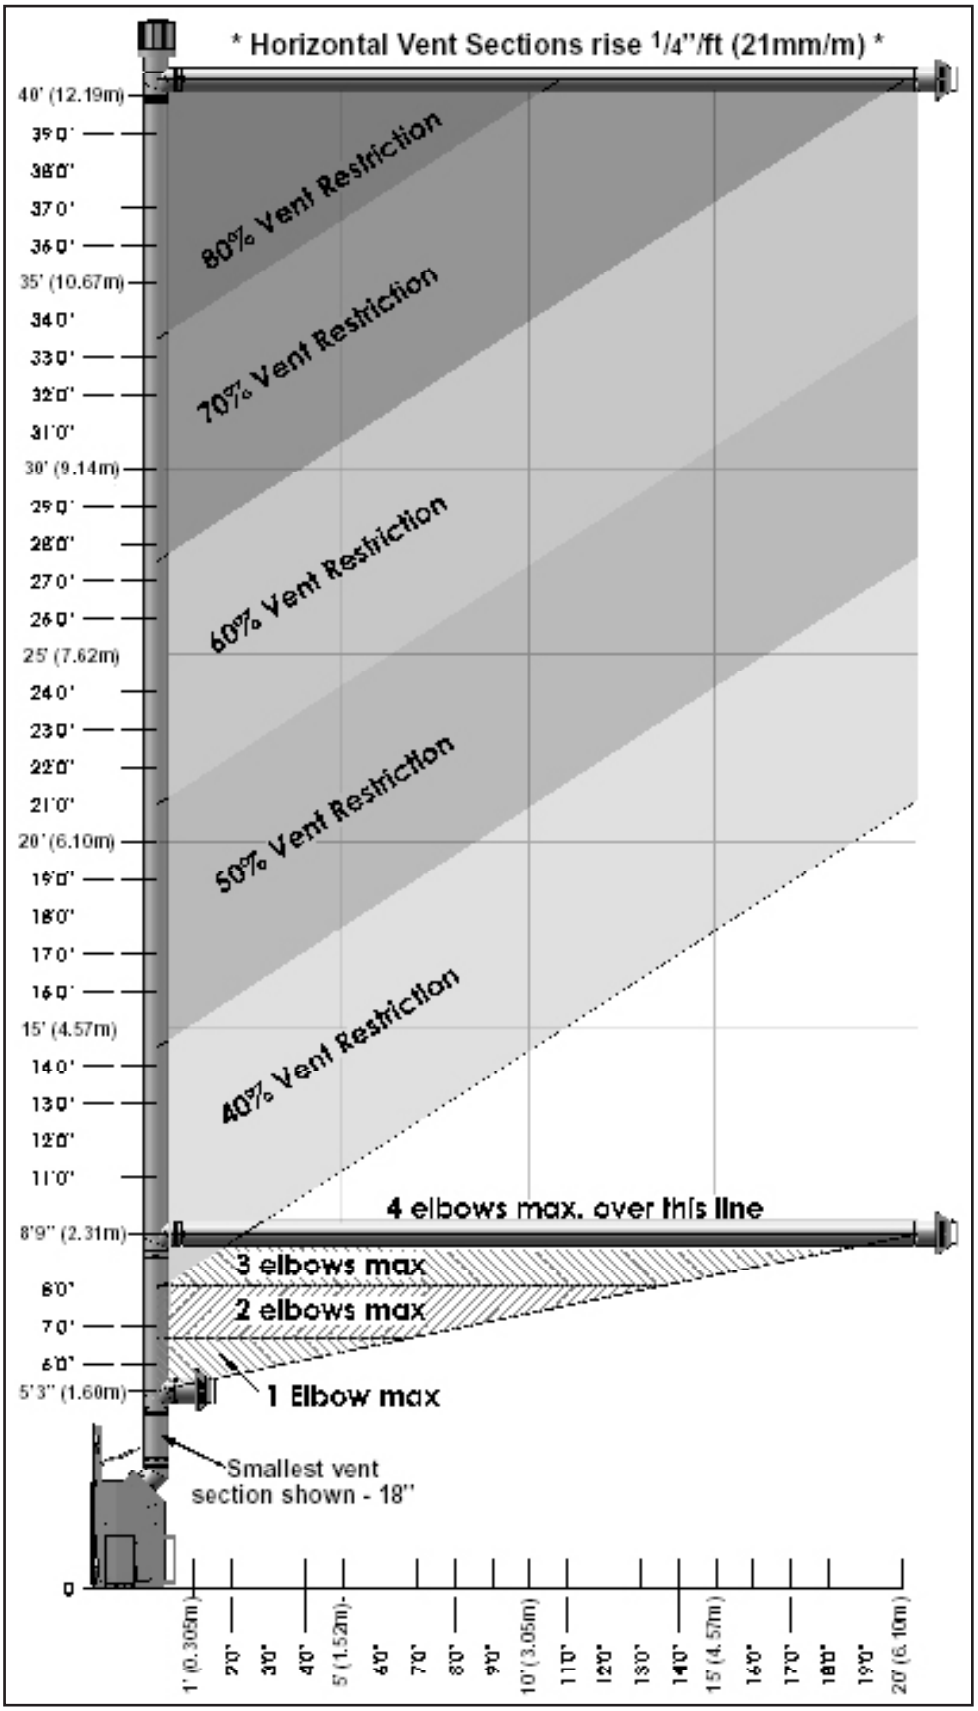

Figure 23. Allowable Vent Configurations Chart.
The vent chart, in Figure 23, illustrates the vent configurations that have been tested and approved for use with this appliance. 45° elbows are acceptable for this installation and may be used instead of 90° elbows. You may use two (2) 45° elbows for every 90° elbow shown in this chart.
The restrictor settings shown in Figure 23, are recommended. Installation factors such as altitude, prevailing weather conditions such as temperature or wind, or the number of elbows used may affect your final restrictor settings. Insufficient restriction may cause pilot outages or reduced efficiencies. Too much restriction may lead to elevated operating temperatures, poor flame appearances, sooting or carbon deposits building up on burner effects or window glass.
4) Refer to the Vent Chart (Figure 23) for selection of the appropriate Restrictor.